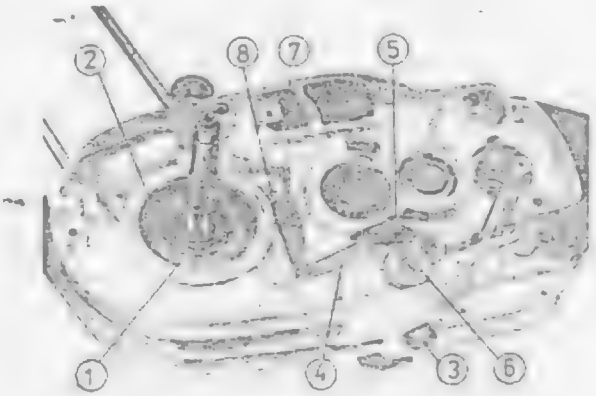

Rys. 67. Okładanie zatrzasku zmieniacza
- Dźwignię zmieniacza /4/ założyć na wystający sworzeń prowadzący /5/, wprowadzić wałek krzywkowy /6/ i zaczepić sprężynę naciągową /7/ o nitokołek /8/ /rys. 67/;